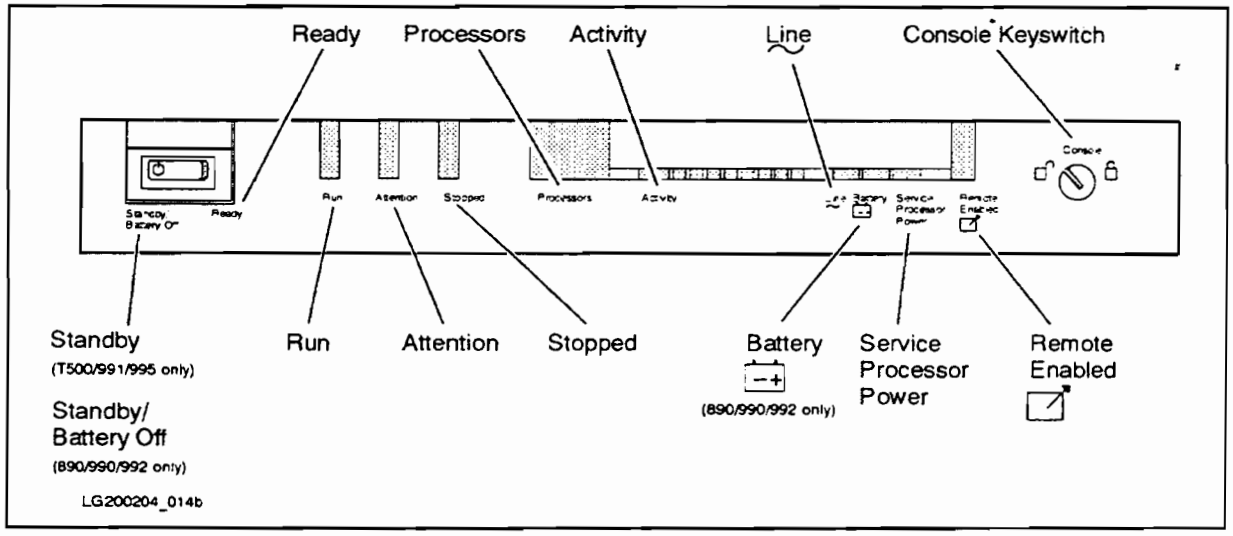

Figure 1-6. Front Panel Indicators and Switches
1. Check LEDs on the front panel of the computer for possible problems (see Figure 1-6):